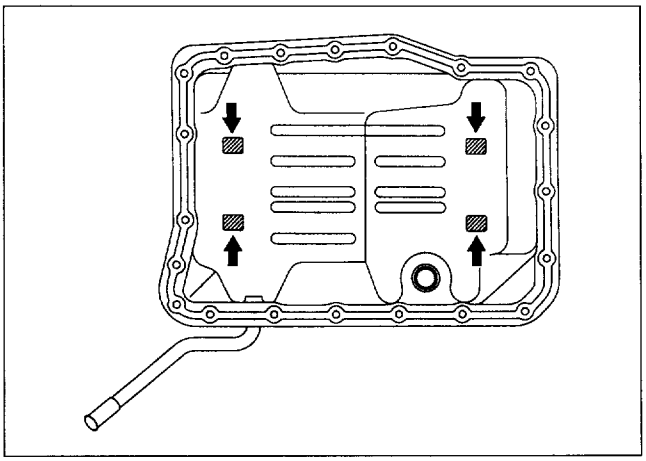

Figure 25. Magnet
1. Clean the oil cleaner magnet and set it to the oil pan (figure 25).